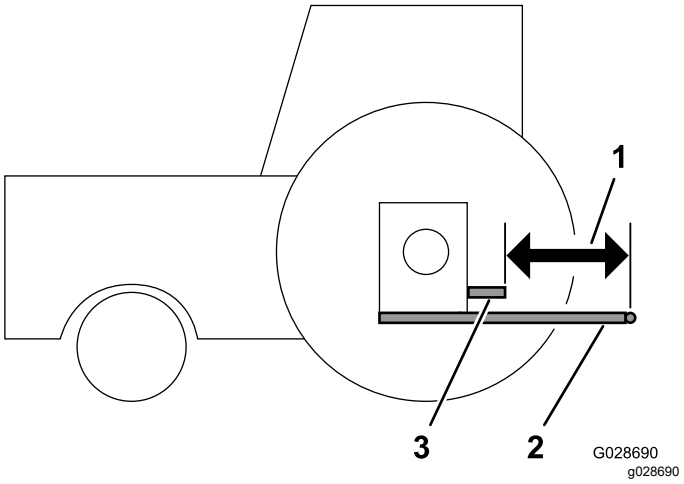

Figuur 9
1. Plaats een richtliniaal over de uiteinden van de balansarmen om u te helpen bij het bepalen van de afstand tussen de balansarmen en het uiteinde van de uitgangsas van de aftakas (Figuur 9).
2. Meet de afstand tussen het uiteinde van de uitgangsas van de aftakas en het bevestigingspunt van de onderste balansarmen (Figuur 9). Noteer hier de gemeten afstand: